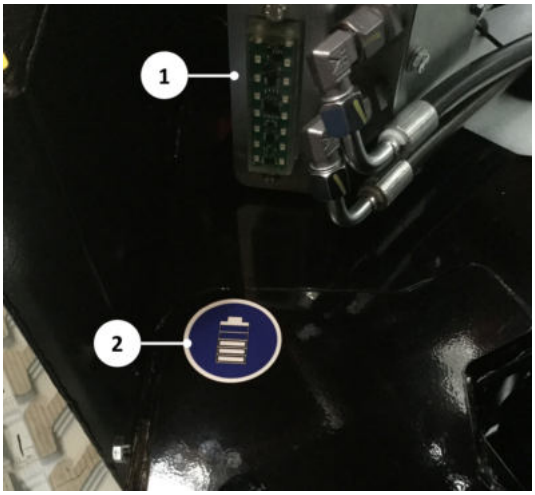

Figur 5.3 Indikator og piktogram for batteriniveau
Kranen er udstyret med en indikator (1), der viser batteripakkernes opladningstilstand (SOC) og ladefunktion (M). Placeringen af batteriniveauindikatoren på kranen er angivet ved hjælp af piktogrammet (2) (se *Figur 5.3*).